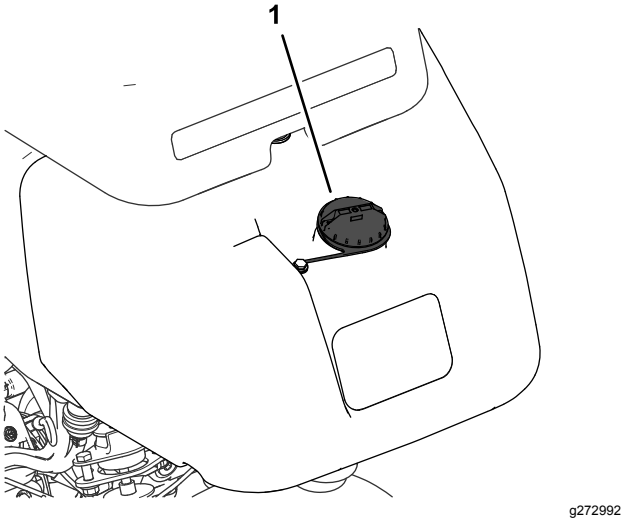

Figura 24
1. Limpie alrededor del tapón de combustible y retírelo (Figura 24).